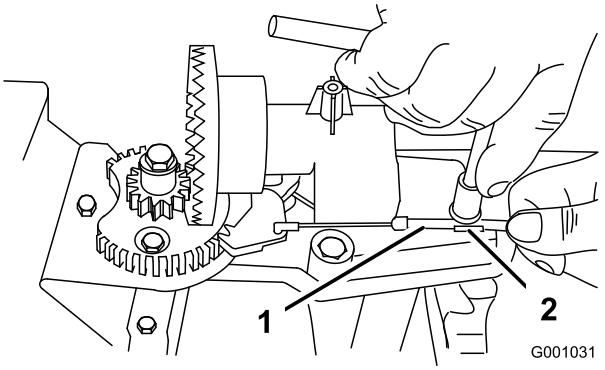
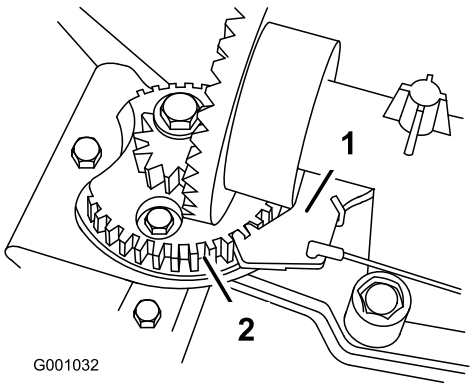

**Figur 50**
**Figur 51**
2. Lossa bulten på kabelklämman (Figur 50).
3. Ta tag i kabelledningen och för den mot maskinens främre del tills spärrhaken på utkastaren helt hakar in i kugghjulets kuggar (Figur 50 och Figur 51).
**Obs:** Spärrhaken är fjäderupphängd och kommer att röra sig in i kuggarna på kugghjulet av sig själv (Figur 51).